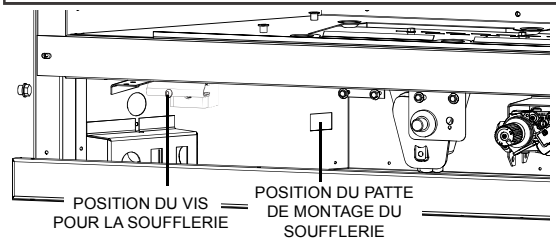

Fig. 1
F. Faites pivoter la soufflerie dans le bas de l'appareil, assurez que le joint d'étanchéité reste en place entre le soufflerie et le foyer pendant que vous glissez-le soufflerie contre la côté gauche dans la patte du montage du soufflerie. Fixer en place utilisant une vis, voir Figure 1 et 2.